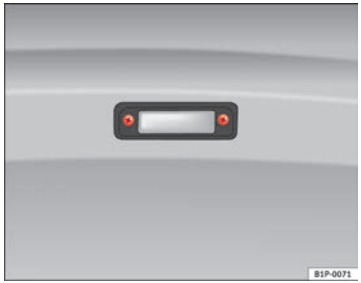

Fig. 201 Number plate light
– To remove the light cover, unscrew the bolts ⇒ fig. 201.